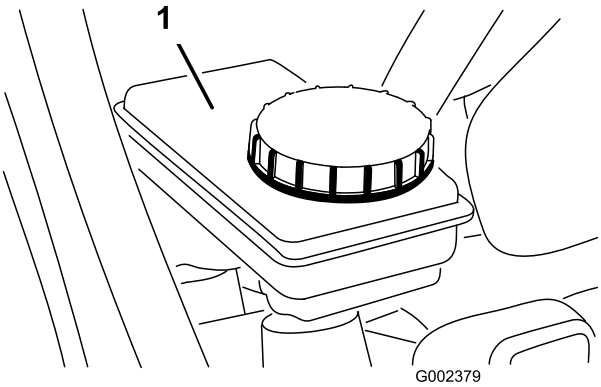

**Figur 23**
2. Væskenivået bør være opp til Full-linjen på tanken (Figur 23).